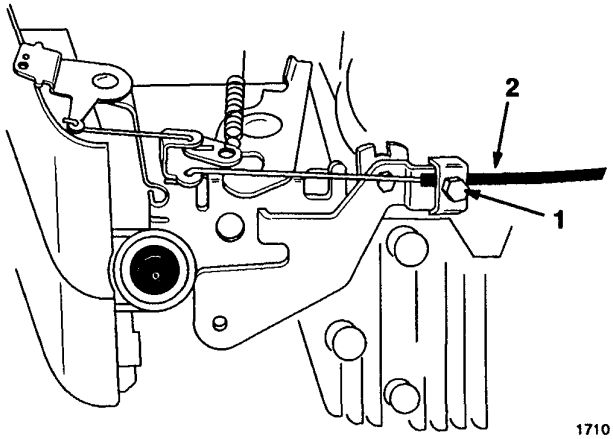

Figure 20
2. Screw (2)
3. Loosen cable clamp screw until throttle cable slides (Fig. 20).